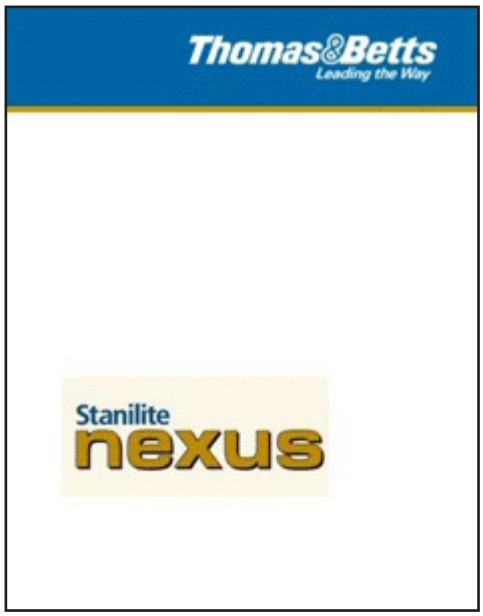

**Figure 1 - Greeting Page**
- On directing a website browser to an AC/ACR Controller you will be presented with the Nexus **Greeting** page, as shown in figure 1.